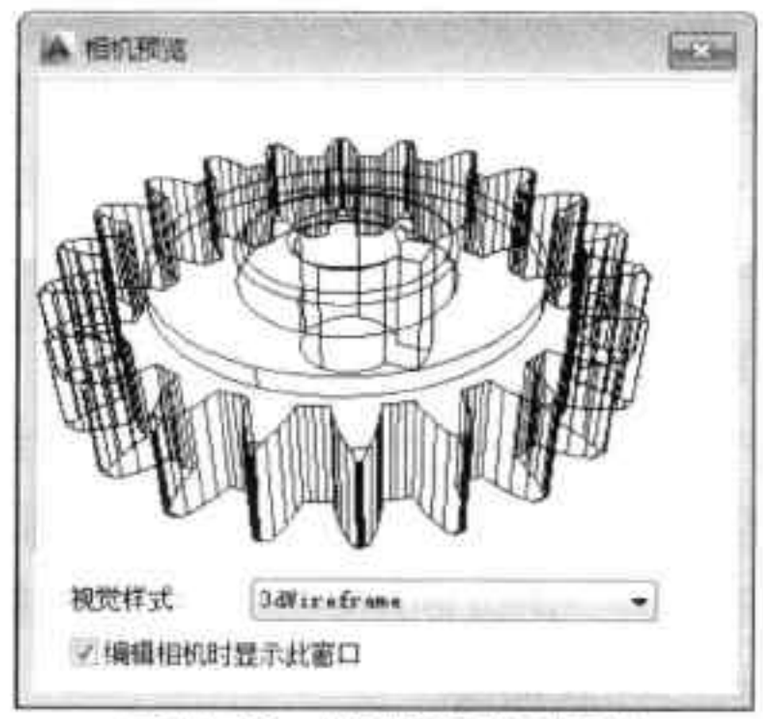

图11-32 “相机预览”对话框
Step 04 在相机视图中，选中相机图标，打开“相机预览”对话框，如图11-32所示。